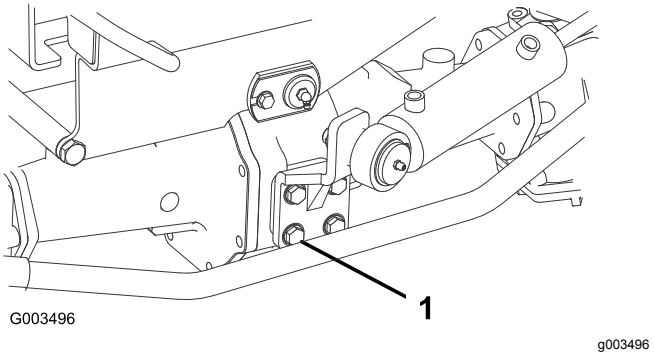

Figur 67
2. Tilspænd de fire bolte til styretøjscylinderens montering (Figur 67) med et moment på 65 til 81 N·m.